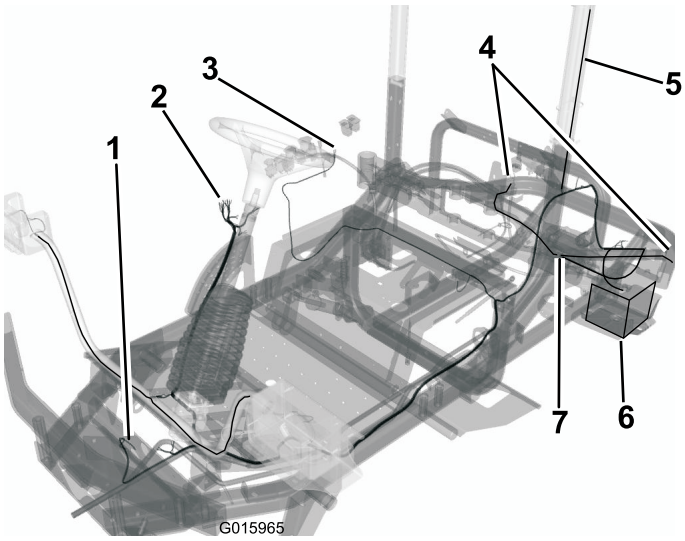

Figura 12
- Encaminhe a cablagem para a buzina e ligue os dois fios aos terminais (Figura 12).